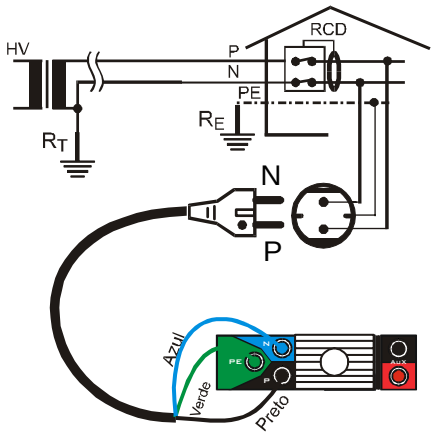
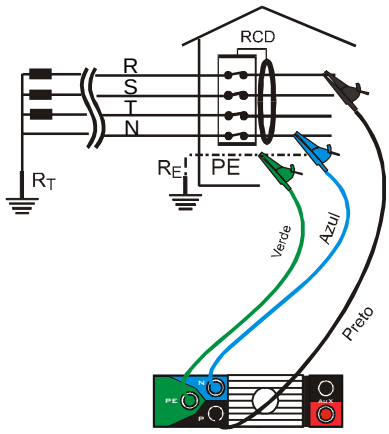
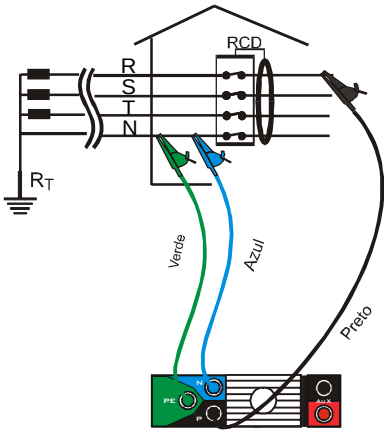
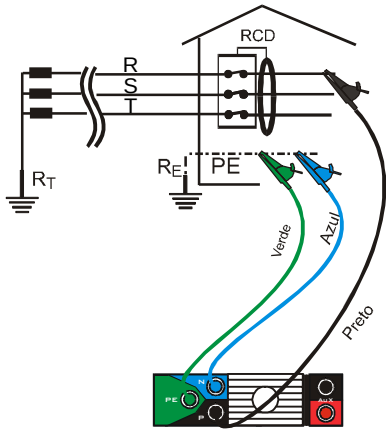

Fig. 16: Ligação do instrumento para verificar Diferenciais Monofásicos ou Bifásicos 220V
Fig. 17: Ligação do instrumento para verificar Diferenciais Trifásicos 380V + N + PE
Fig. 18: Ligação do instrumento para verificar Diferenciais trifásicos 380V + N (não PE)
Fig. 19: Ligação do instrumento para verificar Diferenciais trifásicos 380V + PE (não N)
6. Deslocar o aparelho para a esquerda e inserir os três conectores Amarelo-Verde, Azul e Preto do cabo C2033 ou dos cabos do KIT5004F nos correspondentes terminais do instrumento (ver todas as ligações possíveis nas Fig. 16, Fig. 17, Fig. 18, Fig. 19). Se for utilizado o KIT 5004F, inserir nas extremidades livres dos cabos os crocodilos do SET COC3.
7. Inserir a ficha Shuko do cabo C2033 numa tomada 220V 50/60Hz ou os crocodilos nos terminais da protecção Diferencial do sistema trifásico (ver Fig. 16, Fig. 17, Fig. 18, Fig. 19). Na ficha existe uma marca que indica qual é o terminal da ficha que se liga ao condutor de fase.
- Valor da resistência de Terra (R_E+ R_T) expressa em Ω (ver Fig. 16, Fig. 17 e Fig. 19).